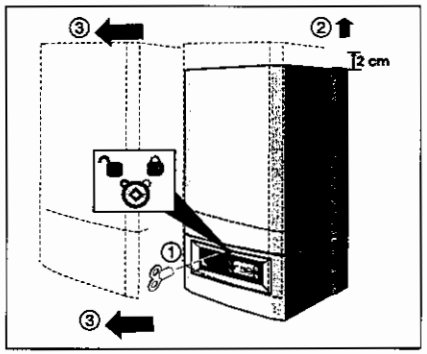

afb. 37 Mantel verwijderen
- Verwijder de mantel van het toestel (afb. 37).